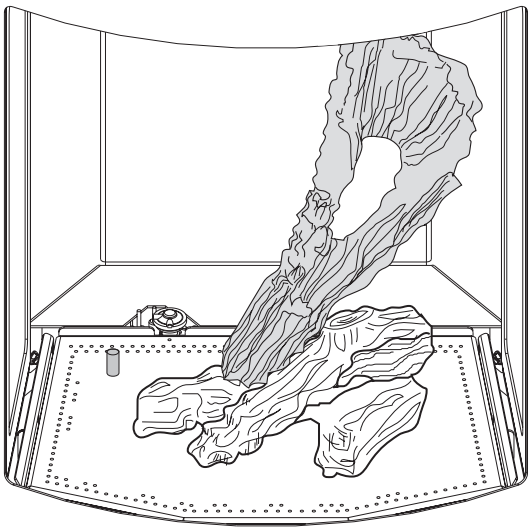

Figure 29. Lean the Right Log up against the upper right corner of the firebox and engage its toe with the indentation in the Bottom Log.
2. Evenly disperse the Ember Stones supplied over the burner plate around the log parts. **DO NOT ALLOW EMBER STONES TO BLOCK THE PILOT ASSEMBLY AREA**. The carry-over ports directly in front of the pilot must remain clear for proper pilot ignition. See figs. 29 and 65 for examples.